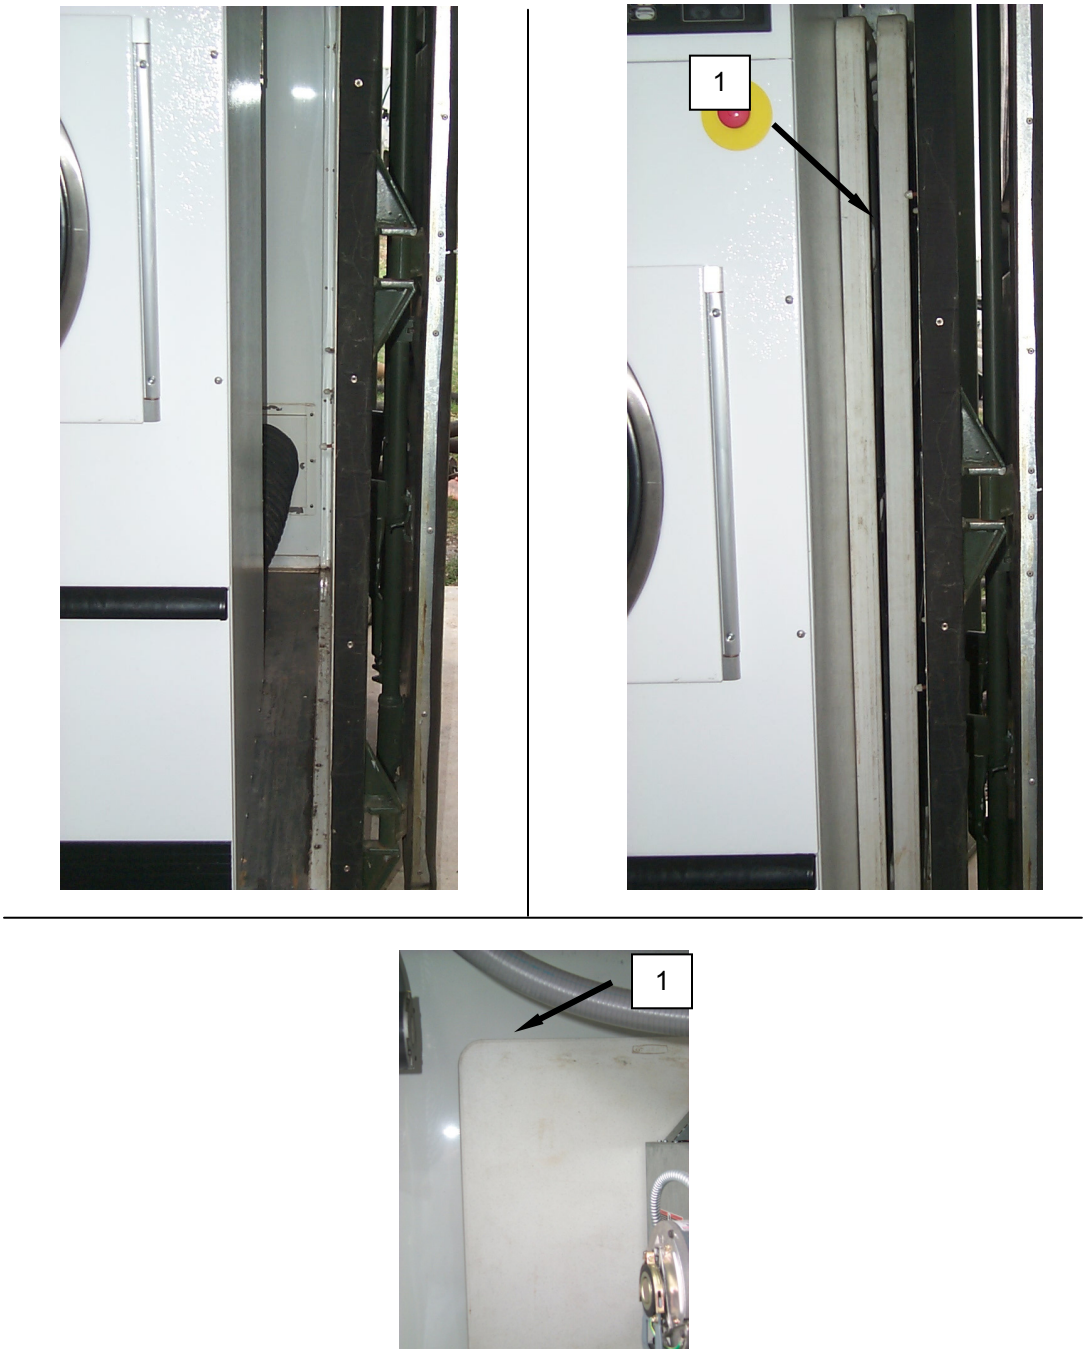

Figure 1. Packing the Tables for Full Packout.
5. Slide the four folding tables **(Figure 1, Item 1)** and the laundry transfer top into the space between dryer No. 2 and the container wall. The folding tables will extend into the space behind the dryers.